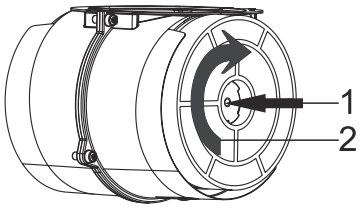
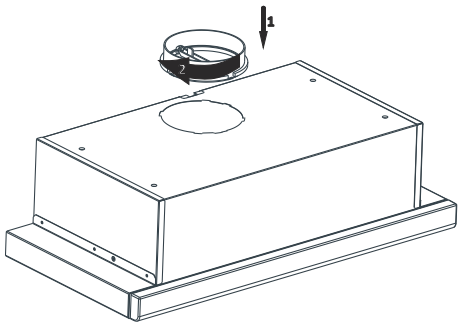
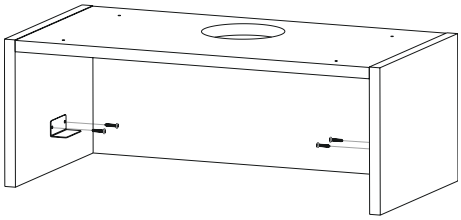

Fig. 9
Fig. 14
Fig. 16
- Kolfiltren ska nu vridas medurs på på motorn (Fig. 9).
Apparaten ska monteras i kabinettet på punkterna A, B, C och D genom att använda 4x40 skruvar som följer med apparaten. Frontpanelen får ej skavas mot skåpen/kabinettets skydd då utdragsfronten dras ut (Fig. 14).
Placera utsugsstosen som levereras med fläkten ovanpå fläkten som visat i Fig. 9. Vrid nu utsugsstosen medurs (Fig. 14).
Vinkelbeslagen för klickmontering ska placeras och skruvas fast på höger och vänster sida så att de passar in på upphängningsmekanismen på sidan av fläkten (Fig. 16).
Placera utsugsstosen som levereras med fläkten ovanpå fläkten som visat i Fig. 9. Vrid nu utsugsstosen medurs (fig. 16).
Montera utsugskanalen till utsugsstosen (Fig. 16).